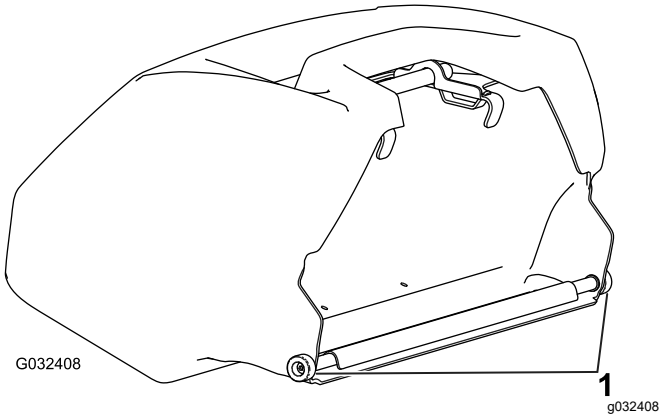

**Figure 5**
***Important:*** **Si vous faites tomber le bac, vérifiez que les points de contact du bras d'inclinaison, près du rebord inférieur du bac, ne sont pas endommagés (Figure 5). Redressez-les avant d'utiliser le bac.**